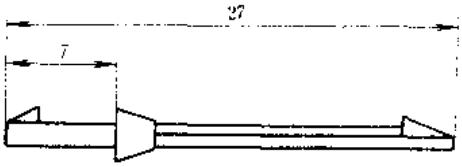

图 18-71　W1 型尾状尾外形及安装尺寸
LD 系列冷压端头外形及安装尺寸见图 18-65 至图 18-71，表 18-52 至表 18-56。
3. W1 型舌状尾(见图 18-71)与 LD4 型冷压端头配合使用，基体颜色为红色，参考价 0.02 元/只。